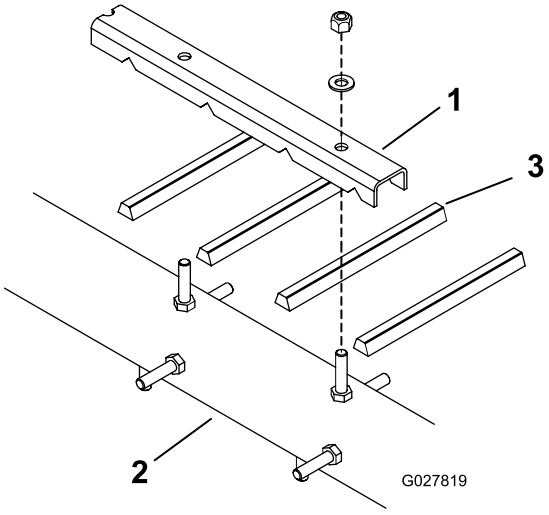
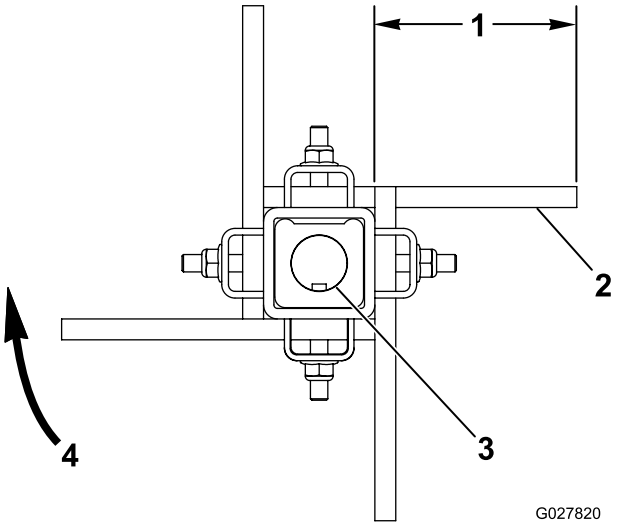

Bild 11
Bild 12
1. Lösen Sie die Muttern und Scheiben, mit denen die Fingerklemmen am Rotor befestigt sind (Bild 11 und Bild 12).
3. Setzen Sie neue Riemenfinger ein (Bild 11 und Bild 12). Riemenfinger müssen ungefähr 10 cm über die Fingerklemmen ragen.